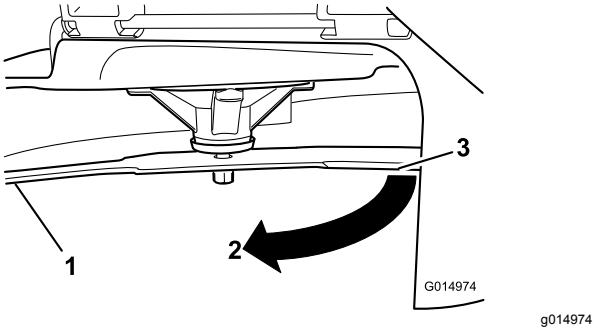

Figur 54
3. Målt afstand mellem skærekniven og overfladen (A)
4. Drej samme skærekniv 180 grader, så den modsatte skærekant nu befinder sig i samme position (Figur 54).